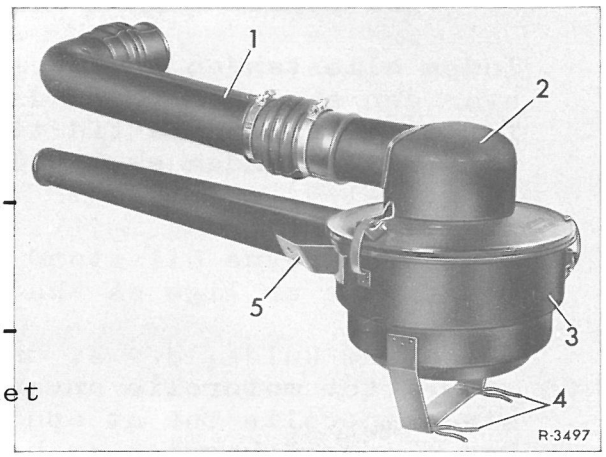

Fig. 09-1/2
For at gøre det lettere at demontere og montere oliebadsluftfilteret er det i stedet for med skruer udstyret med spændefjedre (4) (fig.09-1/2).Filteret er derfor let at tage af,når befæstelsesboltene på hjulkassen er løsnet og indsugningsrøret(1) er taget af.Ved montering må det påses,at spændefjedrene er låst rigtigt.